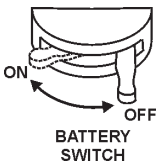

**Figura 69A. Interruptor de la batería APAGADO**
5. Coloque el ***interruptor de la batería ENCENDIDO/APAGADO (ON/OFF)*** (Figura 69A) en la posición **APAGADO** ("**OFF**").
6. Coloque el ***interruptor de la batería ENCENDIDO/ APAGADO (ON/OFF)*** (Figura 69A) en la posición **APAGADO** ("**OFF**").